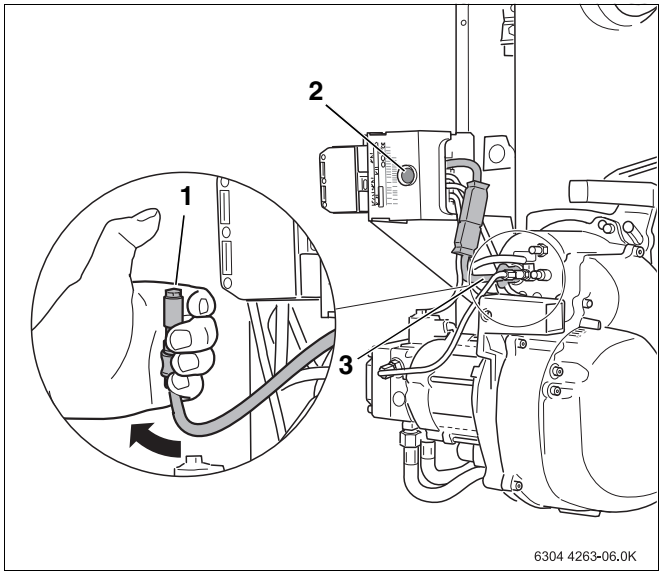

Abb. 17 Flammenfühler auf Funktion prüfen
- Flammenfühler bei laufendem Brenner am vorgesehenen Griff aus der Halterung ziehen (Abb. 17, **Pos. 3**).
- Flammenfühler gegen Licht halten (Abb. 17, **Pos. 1**). Es muss nach Wiederanlauf eine Störabschaltung erfolgen.
- Nach einer Wartezeit von ca. 30 Sekunden den Feuerungsautomaten durch Drücken des Entstörtasters (Abb. 17, **Pos. 2**) entriegeln.